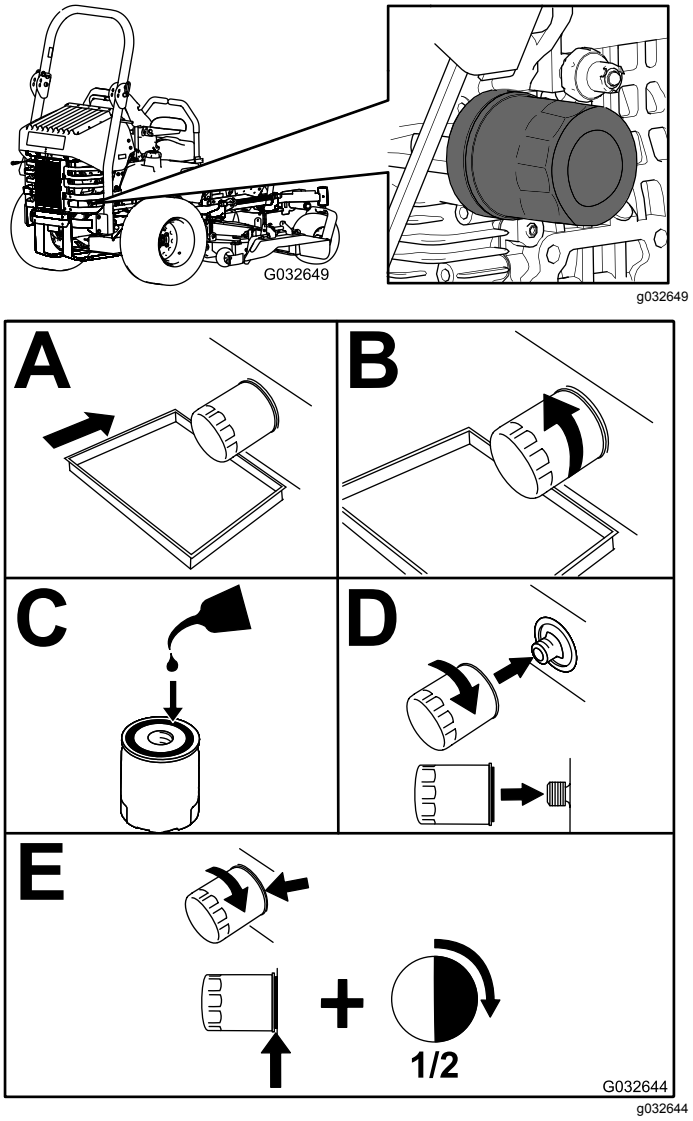

Figur 61
2. Skift motoroljefilteret (Figur 61).